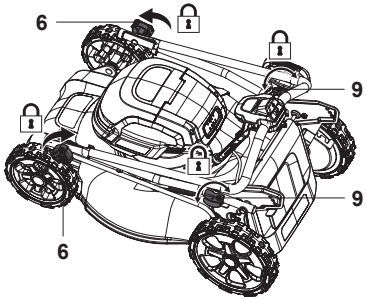

Fig. 26
8. Pentru a economisi spațiu, poți plia și mânerul superior. Strânge conexiunile (6, 9) și asigură-te că știftul de autotensionare (9a) trece prin gaura de parcare (10b) de pe suportul de mâner (10) pentru a evita extinderea înainte de depozitarea verticală (fig. 26).